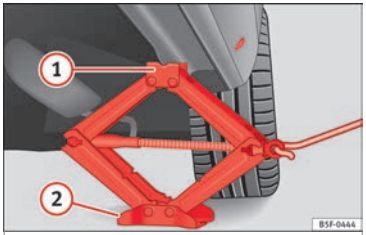

**Fig. 86** Fitting the jack.
- Turn the jack* crank handle, located below the strut support point, to raise it until the tab (1) ››› **Fig. 86** is below the housing provided.
- Align the jack* so that tab (1) "grips" onto the housing provided on the strut and the mobile base (2) is resting on the ground. The base plate (2) should fall vertically with respect to the support point (1).